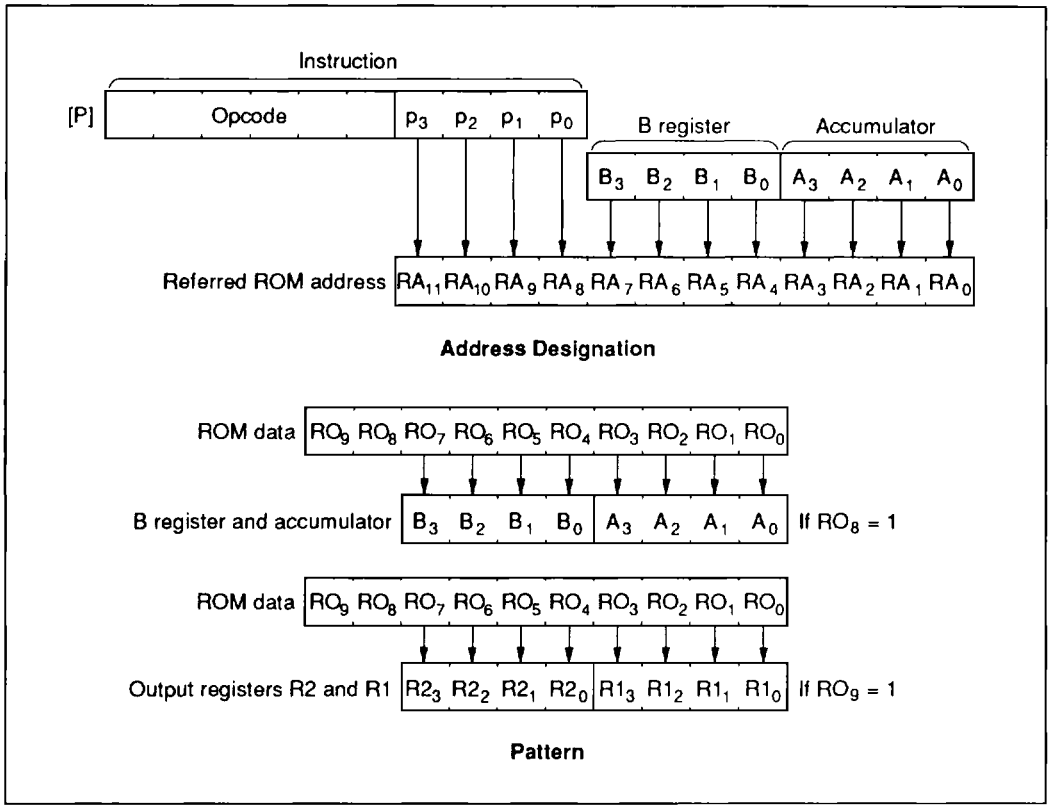

**Figure 28 P Instruction**
**P Instruction:** ROM data addressed by table data addressing can be referenced by the P instruction (figure 28). When bit 8 of the ROM data is 1 ($RO_8$ = 1), 8 bits of ROM data are written into the accumulator and B register. When bit 9 is 1 ($RO_9$ = 1), 8 bits of ROM data are written into the R1 and R2 port output registers. When both bits 8 and 9 are 1 ($RO_8$ = 1, $RO_9$ = 1), ROM data are written into the accumulator, B register, and R1 and R2 port output registers at the same time.